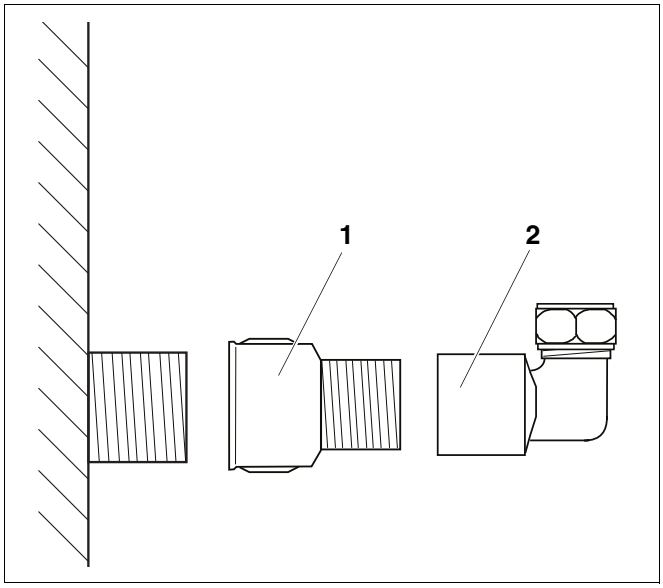

*Afb. 4 Aansluiting bij boiler met R1-aansluitingen*
- Bij boilers met R1-aansluitingen moeten de reduceermof (afb. 4, **pos. 1**) en de haakse klemringschroefkoppeling (**afb. 4, pos. 2**) gemonteerd worden.